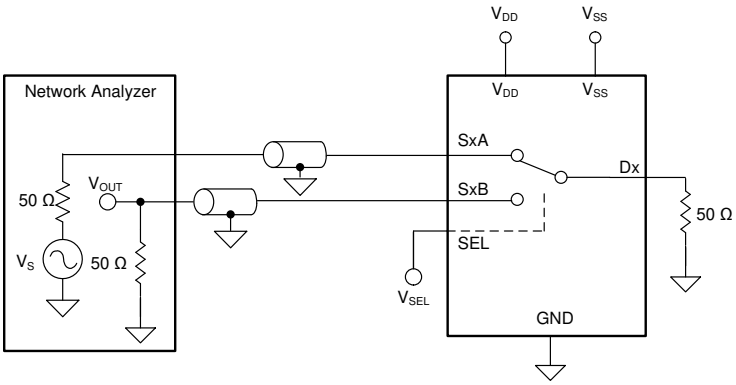

图 6-8. 通道间串扰测量设置
1. 通道内串扰：当 1VRMS 信号施加在同一通道中导通开关输入的源极引脚时，关断开关输入的源极引脚 (Sx) 上的电压，如 图 6-8 所示。